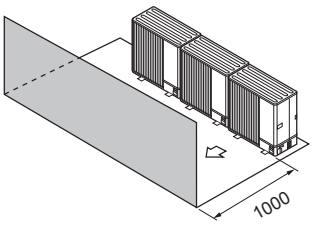

Fig. 1-15
③ Obstacles at front only (Fig. 1-15)